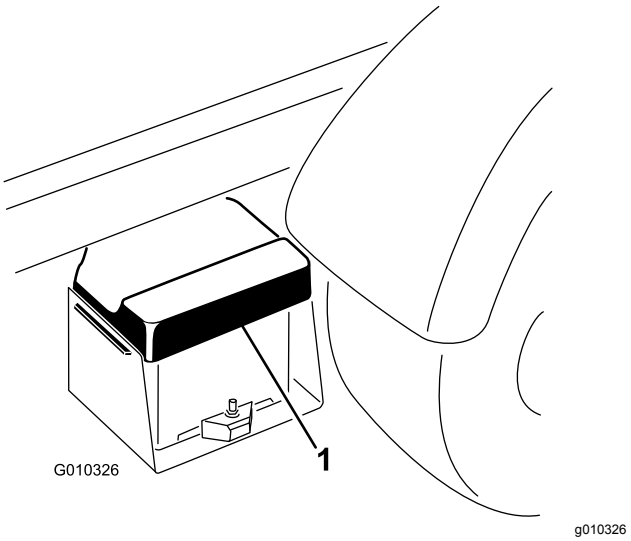

**Figur 51**
1. Klem batteridekselet for å løsne tappene fra batteribasen, og fjern batteridekselet fra batteribasen (Figur 51).